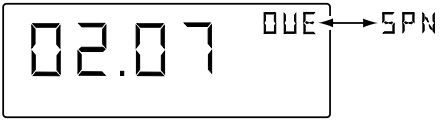

Figure B-9 SPN
2) Press and hold Switch One ( ) to enter SPAN mode for adjusting displayed date. SPAN mode is indicated by the DUE date alternating with SPN as shown in Fig. B-9.